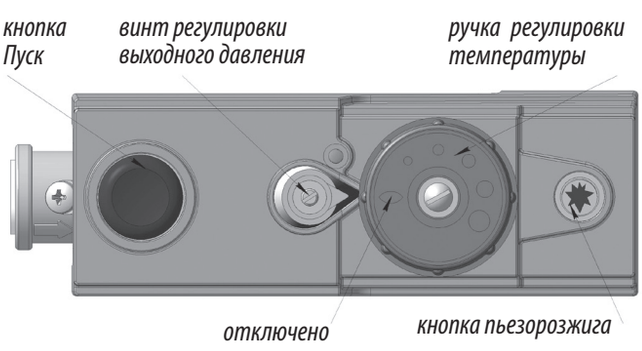

Рис. 11. Элементы управления на газовом блоке автоматики САБК-Т.
- установить ручку газового блока (см. рис. 11) в положение «Отключено»;
- нажать пусковую кнопку (6) на газовом блоке и подождать не менее 5 сек. (пока давлением газа не будет вытеснен воздух из магистрали запальной горелки), и зажечь запальную горелку нажав 2-3 раза на кнопку пьезорозжига (11). Допускается розжиг производить спичкой через смотровое окно;